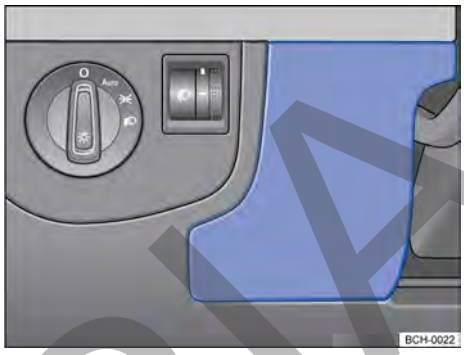

Fig. 169 Del lado del conductor en el panel de instrumentos: cubierta de la caja de fusibles.
– Sostener la cubierta de la caja de fusibles → fig. 169 y tirar hacia adelante.